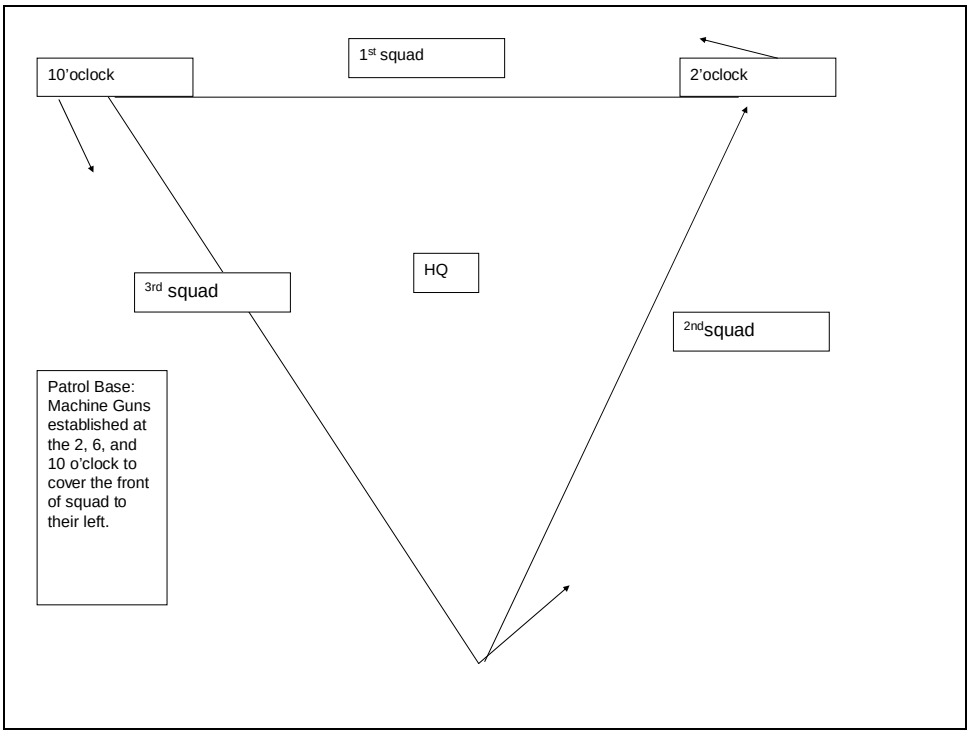

Figure 1: Standard Patrol Base
(1) Observation posts and communication with observation posts.
(2) Patrol or platoon fire plan.
(3) Alert Plan.
(4) Withdrawal plan from the patrol base to include withdrawal routes and a rally point, rendezvous point, or alternate patrol base.
(5) A security system to make sure that specific soldiers are awake at all times.
(6) Enforcement of camouflage, noise, and light discipline.
(7) The conduct of required activities with minimum movement and noise.
(8) Priorities of Work.
d. Occupation (Figure 1).
(1) A PB is reconned and occupied in the same manner as an ORP, with the exception that the platoon will typically plan to enter at a 90 degree turn (this is METT-TC dependent; if there is nothing to be gained by this step, the patrol does not do it). The PL leaves a two-man OP at the turn, and the patrol covers any tracks from the turn to the PB.
(2) The platoon moves into the PB. Squad-sized patrols will generally occupy a cigar-shaped perimeter; platoon-sized patrols will generally occupy a triangle-shaped perimeter.
(3) The PL and another designated leader start at 6 o’clock and move in a clockwise manner, inspecting and adjusting the perimeter as necessary.
(4) After the PL has checked each squad sector, each SL sends a two-man R&S team to the PL at the CP. The PL issues the three R&S teams a contingency plan, recon instructions, and detailed guidance on what to look for (enemy, water, built-up areas or human habitat, roads, trails, or possible rally points).
(5) Each R&S team departs at the left flank of its squad, moves a prescribed distance and direction, and reenters at the right flank of its own squad.
(6) Squad-sized patrols do not normally send out an R&S team at night.
(7) R&S teams will prepare a sketch of the area to the squad front if possible.
(8) The patrol remains at 100 % alert during this recon.
(9) If the PL feels the patrol was tracked or followed, he may elect to wait in silence at 100 % alert before sending out R&S teams.
(10) The R&S teams may use methods such as the "I", the "Box", or the T". Regardless of the method chosen the R&S team must be able to provide the PL with the same information.